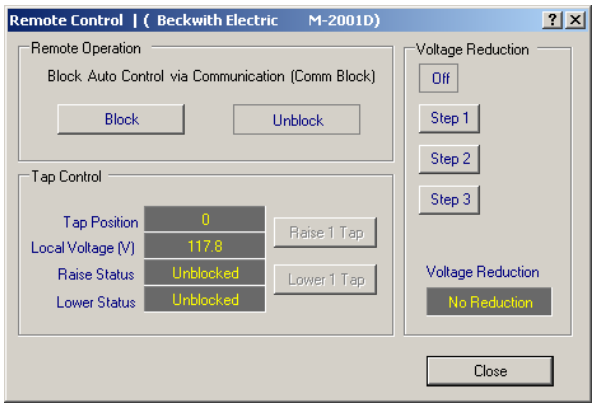

Figure 5-19 Remote Control Dialog Screen
2. Place the Master Control to be setup in Manual by selecting "Block" from the Remote Control dialog screen (Figure 5-19) "Remote Operation/Block Auto Control via Communication (Comm Block)" section.
b. When at least 32 seconds have elapsed, initiate a Raise or Lower tapchange from the Master, Remote Control dialog screen (Figure 5-19) "Tap Control" section.
e. Select "Unblock" from the Master, Remote Control dialog screen (Figure 5-19) "Remote Operation/Block Auto Control via Communication (Comm Block)" section.
a. Adjust the Master tap position by initiating a tapchange as necessary to bring the Master Band Status "In-Band" from the Master, Remote Control dialog screen (Figure 5-19) "Tap Control" section.
d. When at least 32 seconds have elapsed, initiate a Raise or Lower tapchange from the Master, Remote Control dialog screen (Figure 5-19) "Tap Control" section.
g. Select "Unblock" from the Master, Remote Control dialog screen (Figure 5-19) "Remote Operation/Block Auto Control via Communication (Comm Block)" section.